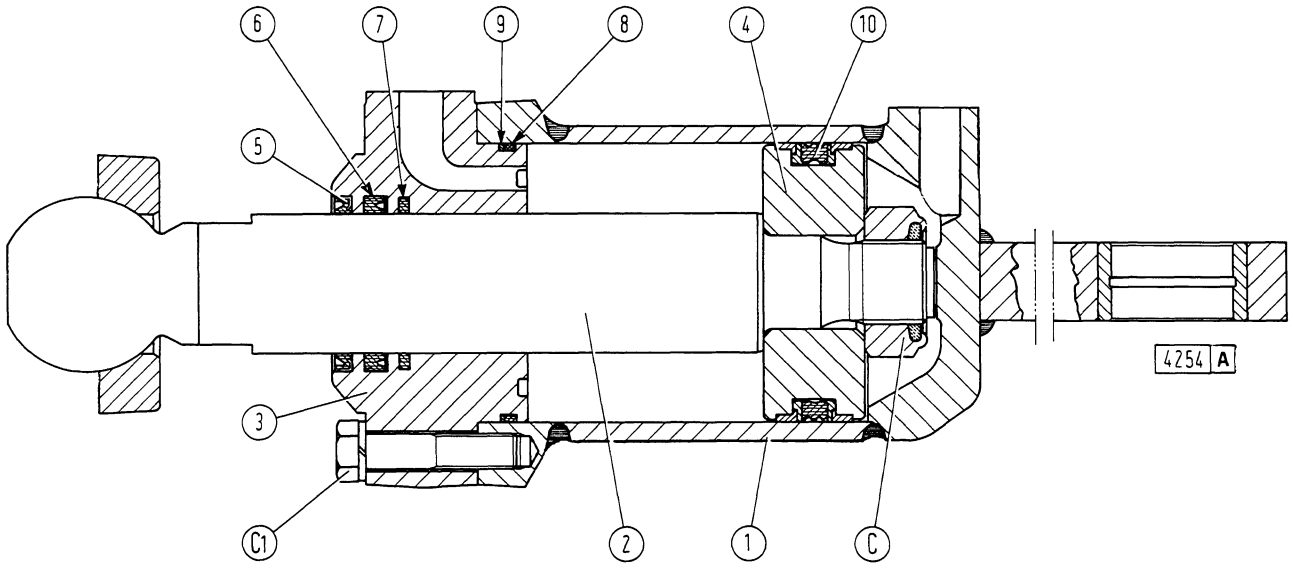

Fig. 15-27 - Longitudinal section through bulldoze tilt cylinder
Ensure proper arrangement and location of piston seal components (6, fig. 15-27) and rod seals (1) and (3).